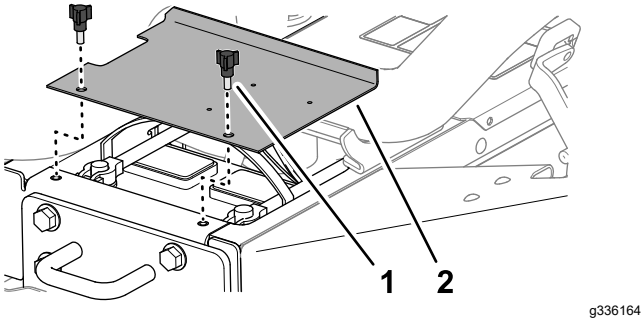

Rysunek 4
1. Odkręć 2 gałki mocujące pokrywę akumulatora do maszyny i zdemontuj pokrywę (Rysunek 4).